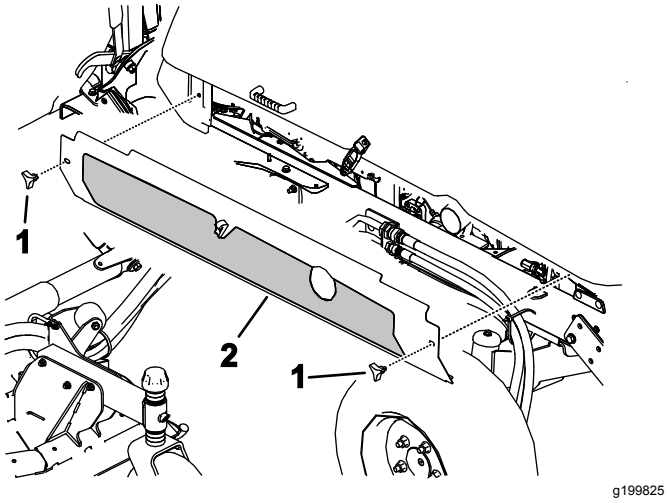

Figur 101
4. Løsne knottene og fjern begge sidedekslene (Figur 101).
5. Monter sidedekslene (Figur 101).